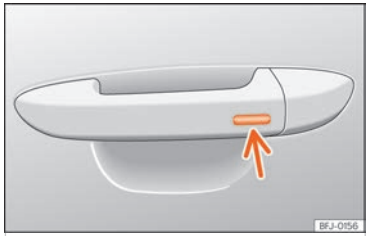

Fig. 61 Maneta de la porta: superfície sensora.
- **O BÉ** mitjançant el sistema Keyless Access (només tancament): Mantingueu un dit durant uns segons sobre la superfície sensora de bloqueig ››› fig. 61 (fletxa) de la maneta de la porta perquè es tanquin les finestretes i el sostre. Si es deixa de tocar la superfície sensora s'interromp la funció de tancament.
Mantingueu un dit durant uns segons sobre la superfície sensora de bloqueig ››› fig. 61 (fletxa) de la maneta de la porta perquè es tanqui el sostre. Si es deixa de tocar la superfície sensora s'interromp la funció de tancament.